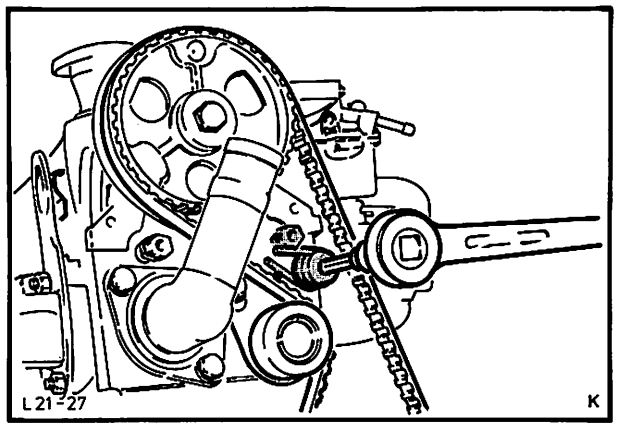

Abb. 36 Zahnriemenspanner mit Spezialwerkzeug 21-012 lösen
9. Zahnriemenspanner mit Spezialwerkzeug 21-012 lösen (1 Schraube, 1 Spezialschraube), gegen Federdruck andrücken und wieder festziehen, Abb. 36. Zahnriemen abnehmen.